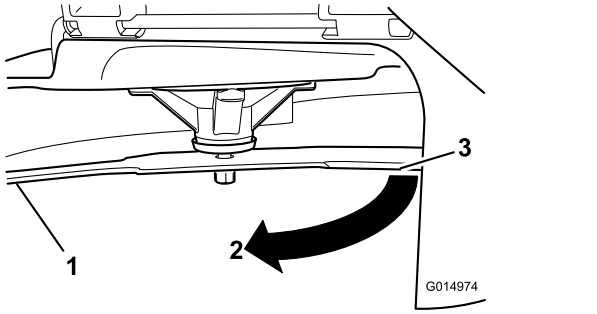

Figuur 74
3. Gemeten afstand tussen mes en de ondergrond (A)
4. Draai hetzelfde mes 180 graden, zodat de maairand aan de andere kant nu in dezelfde stand staat (Figuur 74).